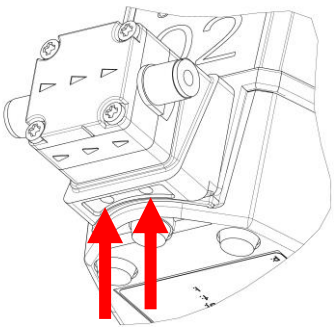

Fig. 1: foro di scarico
- Non tappare mai il foro di scarico (v. Fig. 1)
La membrana di sicurezza impedisce che, in caso di rottura della membrana di lavoro, il fluido da trasferire penetri nella pompa. In caso di rottura della membrana di lavoro, il fluido da trasferire viene fatto uscire dalla pompa attraverso il foro di scarico (v. Fig. 1).